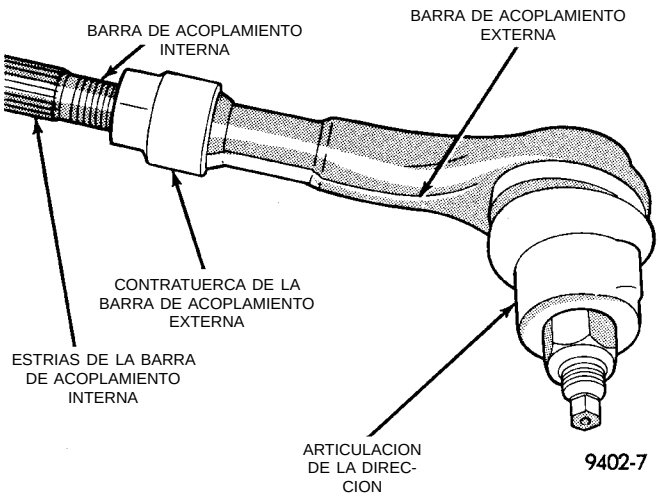

Fig. 7 Ajuste de oblicuidad de las ruedas delanteras
(7) Afloje las contratuercas del extremo de la barra de acoplamiento externa (Fig. 7). Tome con fuerza por las estrías las barras de acoplamiento internas y hágalas girar (Fig. 7) para fijar la oblicuidad de ruedas delanteras en la especificación requerida. Para informarse sobre la especificación de preferencia, con-